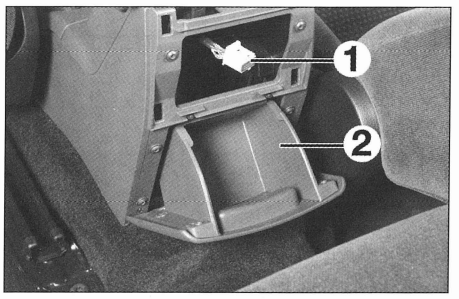
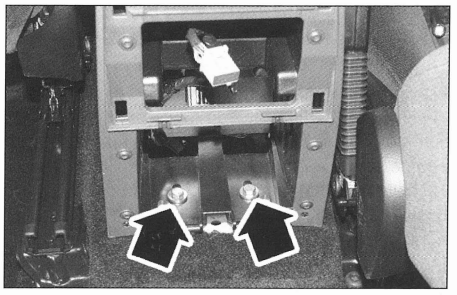

FIG. 29
FIG. 30
• Sacar el conector (1) **(fig. 29)** (según equipo).
- la bandeja trasera (2).
- los 4 tornillos **(fig. 30 y 31)**.